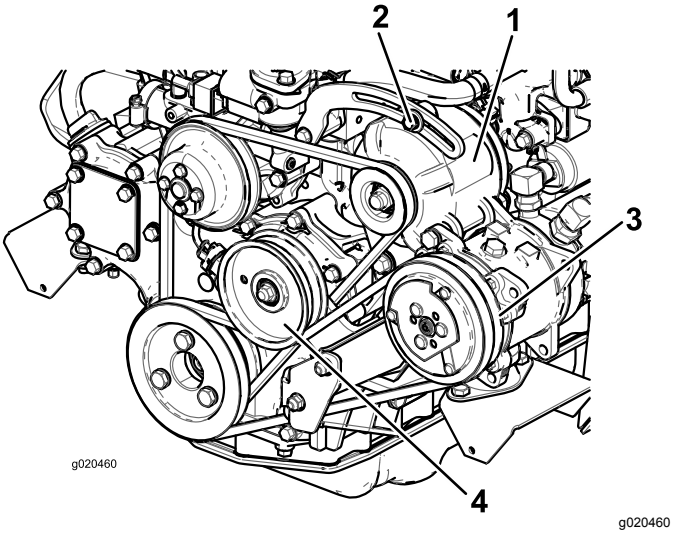

Figur 95
Kontrollera remmens skick och spännkraft (Figur 95) var 100:e körtimme.
2. Om nedböjningen inte är 10 mm lossar du generatorns fästbultar (Figur 95). Öka eller minska generatorremmens spännkraft och dra åt skruvarna. Kontrollera remmens nedböjning igen för att säkerställa att spännkraften är korrekt.
2. Om nedböjningen inte är 10 mm ska du lossa mellanremskivans fästbult (Figur 95). Öka eller minska kompressorremmens spänning och dra åt bulten. Kontrollera remmens nedböjning igen för att säkerställa att spännkraften är korrekt.